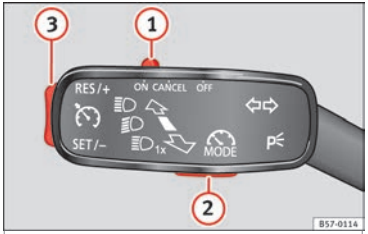

Fig. 155 On the left of the steering column: control and buttons to operate the speed limiter.
If you wish to temporarily switch off the speed limiter, e.g. to overtake, move control ››› Fig. 155 (1) of the turn signal lever into position **CANCEL** or the third lever into pressure point **CANCEL** or press button (2) on any lever.